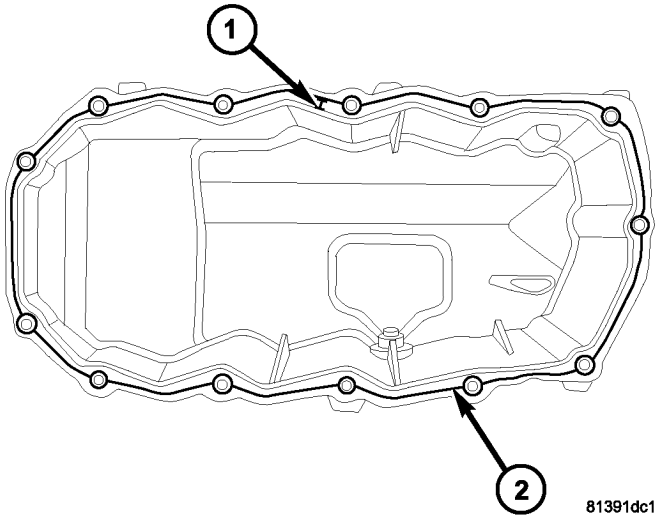

Fig. 92 Oil Pan Sealing
(1) Apply 3 - 4 mm diameter bead of MOPAR® Engine RTV around the perimeter of the oil pan flange, 1 mm away from the chamfer on the inner edge of the oil pan (Fig. 92).
(2) Position oil pan on bedplate.
(3) Install oil pan attatching bolts and tighten to 12 N·m (105 in. lbs.).
(4) Install air conditioning compressor bracket to oil pan bolt.
(5) Install structural collar (Refer to 9 - ENGINE/ENGINE BLOCK/STRUCTURAL COVER - INSTALLATION).
(6) Lower vehicle and fill engine crankcase with proper oil to correct level.
(7) Connect negative battery cable.
(8) Start engine and check for leaks.